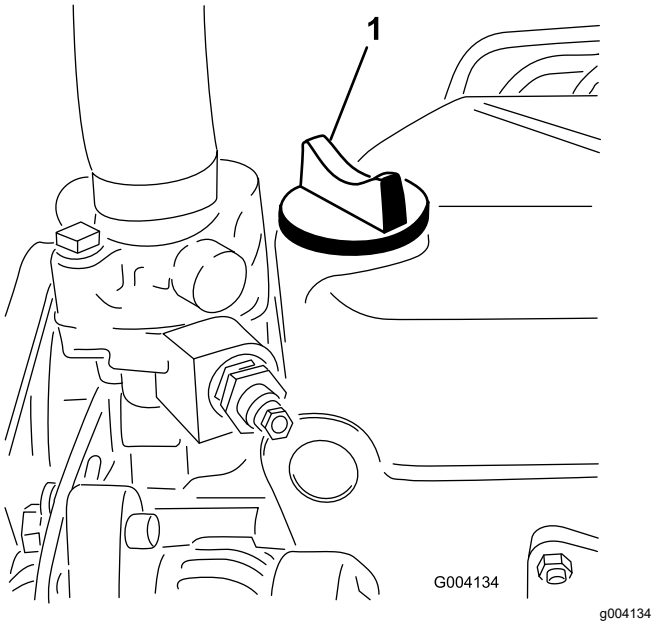

Figur 60
5. Hvis oljenivået er under FULL-merket, tar du av oljelokket (Figur 60) og fyller olje til nivået når opp til FULL-merket på peilestaven.